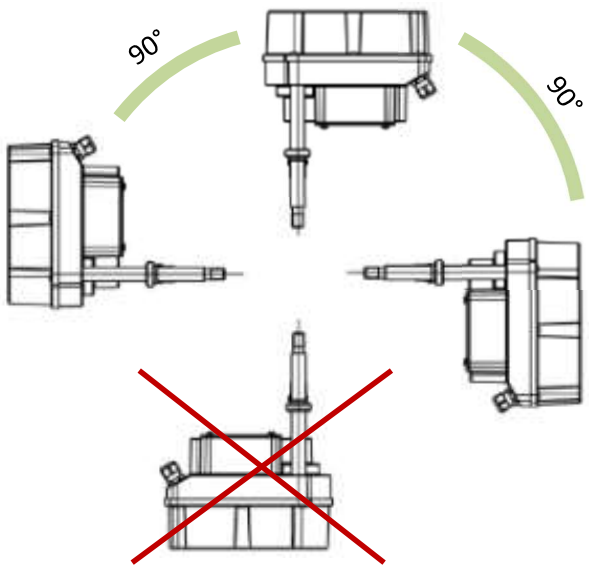

Figure 2: Position de montage
- La position de montage est arbitraire, à l'exception du « °capot vers le bas° » (figure 2).